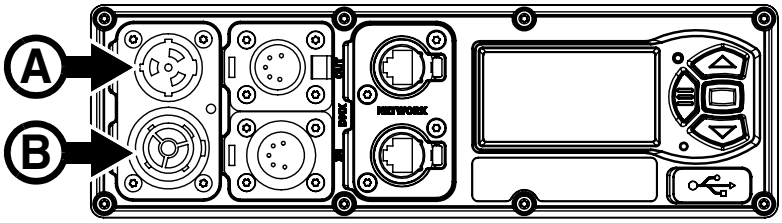

Figure 8: Connexion au secteur
1. Voir Figure 8. Alignez les détrompeurs du connecteur TRUE1 du câble d'alimentation avec ceux de l'embase MAINS IN (A). Insérez le connecteur dans l'embase et tournez-le dans le sens horaire pour le bloquer. Si le connecteur semble difficile à tourner, sortez-le de l'embase, vérifiez que vous avez correctement aligné les détrompeurs et essayez à nouveau (n'appliquez pas de force excessive). Assurez-vous que le verrou du connecteur émet un « clic » et que le connecteur est bien verrouillé dans l'embase.
Procurez-vous un câble d'alimentation homologué pour 16/20 A et des câbles de recopie homologués pour 16/20 A (auprès de votre revendeur Martin qui pourra vous donner plus de détails) pour réaliser une cascade d'alimentation secteur en reliant les embases MAINS THRU (**B** sur la Figure 8) et MAINS IN (**A** sur la Figure 8). Pour créer une telle cascade d'alimentation, vous devez respecter les limites données dans la section Précautions d'emploi au début de ce manuel afin d'éviter tout risque d'incendie et d'électrisation.